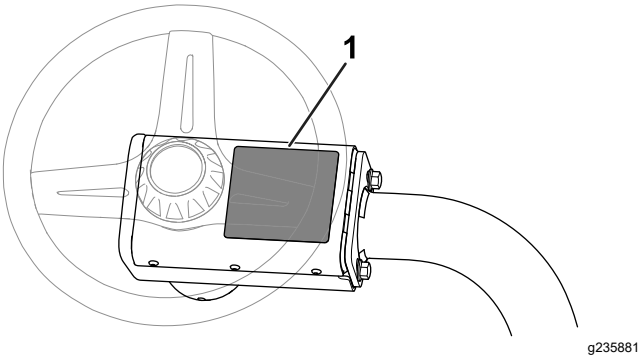

Bild 6
- **CE-Warnaufkleber**: Bringen Sie den CE-Warnaufkleber (Bestellnr. 139-8321) über den vorhandenen Warnaufkleber (Bestellnr. 139-8320) auf der Abdeckung des Lenkrads an, siehe Bild 6.